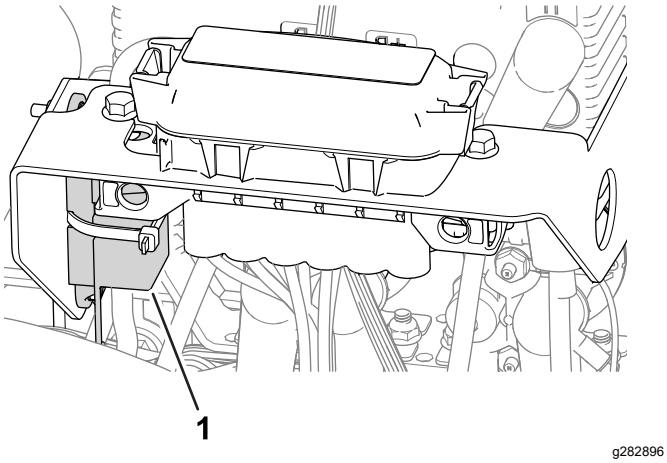

Figur 44
- Sikringen til venstre hjulmotor (60 A) er placeret under dækslet på venstre side af maskinen, tæt på knivcylinderkredsløbets sikringer (Figur 44).